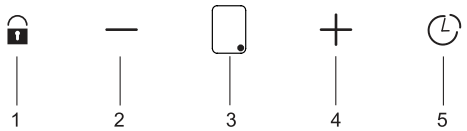

Abb. 19: Nachlaufautomatik ein-/ausschalten
1. Drücken Sie die Timer Taste (Abb. 19/5).
2. Drücken Sie die Sensor-Taste nochmals (Abb. 19/5).